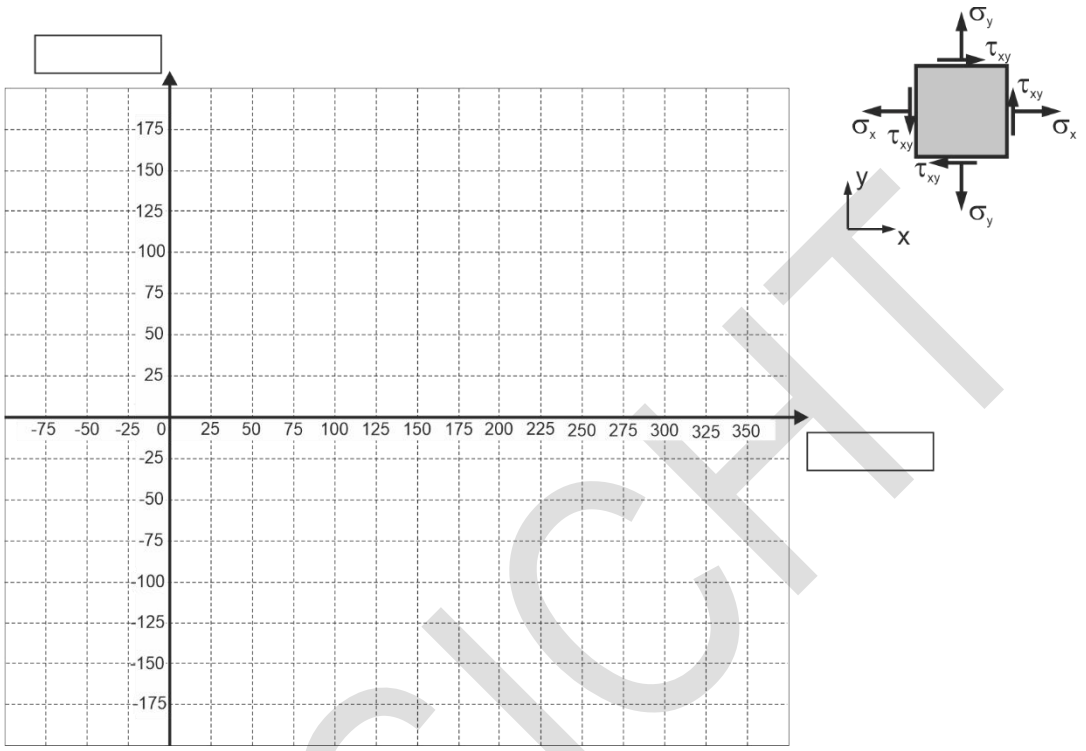

Bild 1.4: Mohr'scher Spannungskreis.
h) Zu einem anderen Zeitpunkt betragen die experimentell ermittelten Spannungen am Rotorkopf σ_x = 300 MPa, σ_y = 200 MPa und τ_{xy} = 100 MPa. Zeichnen Sie den zugehörigen Mohr'schen Spannungskreis in Bild 1.4 und beschriften Sie die Achsen des Diagramms. Wie groß ist der Winkel zwischen x-Richtung und erster Hauptspannungsrichtung (σ_1-Richtung)? **(4,5 P.)**